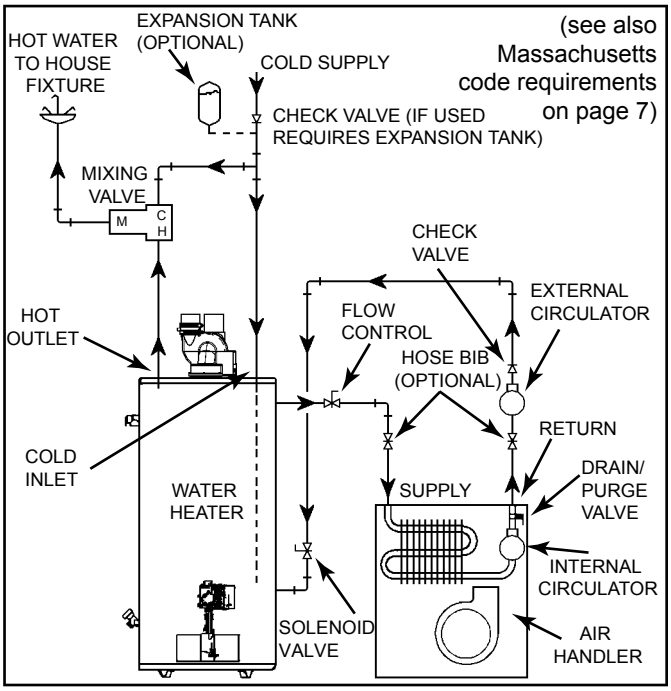
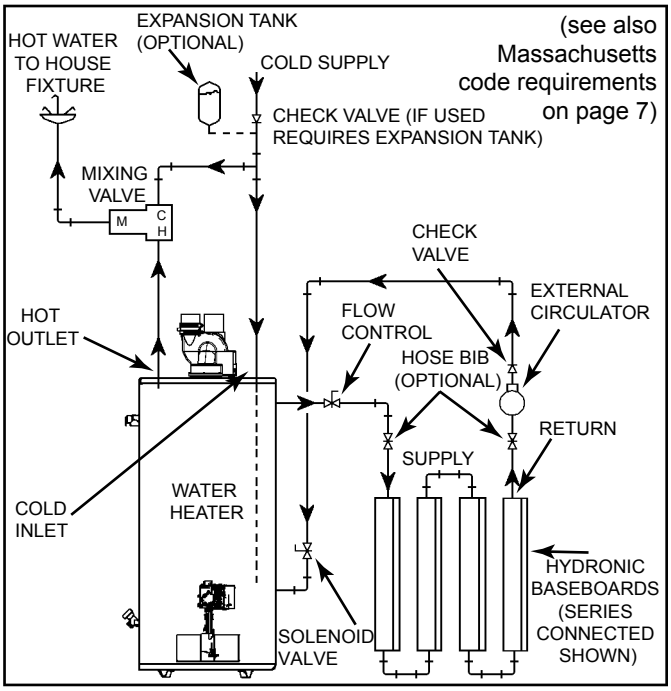

**Figure 14.**
**Figure 15.**
8. "Combo" Heating Systems require higher water temperatures than other applications. When the system is used to supply water for Combo Heating applications, a means, such as mixing valve, must be installed to temper the water in order to reduce scald hazard potential (see Figure 14 & Figure 15).
A. A fan coil/air handler (Figure 14).
B. A hydronic baseboard (finned tube) loop/In floor heating (Figure 15).